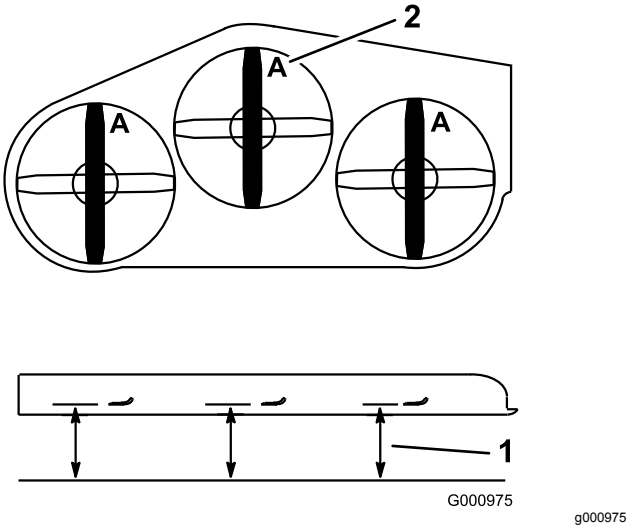

Figur 82
3. Roter knivene til endene vender fremover og bakover (Figur 82).
4. Mål fra en jevn overflate til kniveggen, posisjon **A**, på kniven (Figur 82).